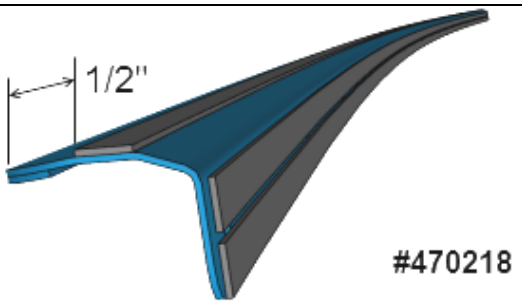

FIGURE 24
4. Apply three strips of double face self-adhesive tape along drip edge #470218 from one end up to the other end. The first strip should be placed about ½ inch from the edge as shown on **FIGURE 24**. The two other strips should be placed on each side of the drilled holes.